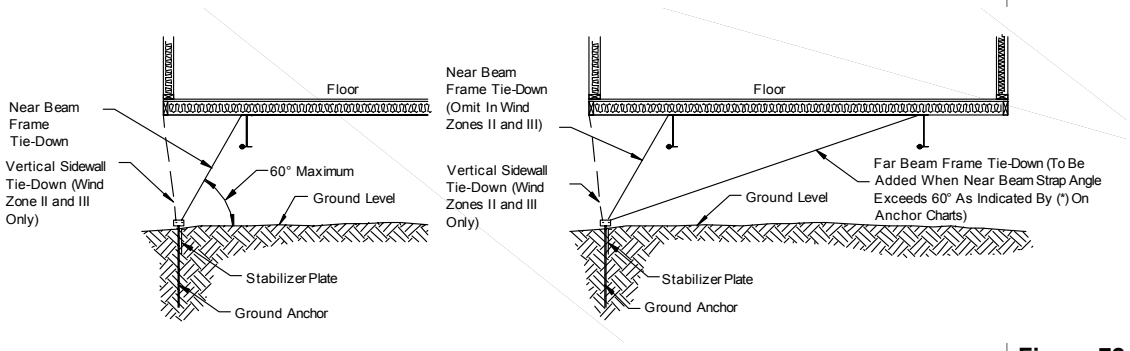

Figure 72. *Lateral tie-down configurations*
***** Indicates a configuration that will require an additional strap connected to the far beam (see **Figure 72**).
* Indicates a configuration that will require an additional strap connected to the far beam (see **Figure 72**).
There are two primary tie-down configurations: the near beam and the far beam methods. If the anchor spacing selected in the appropriate anchor table (**Table 27**, **Table 28** or **Table 29**) has an asterisk (*) then use the far beam method. Otherwise, use the near beam method (**Figure 72**). Each method varies by wind zone as described below.